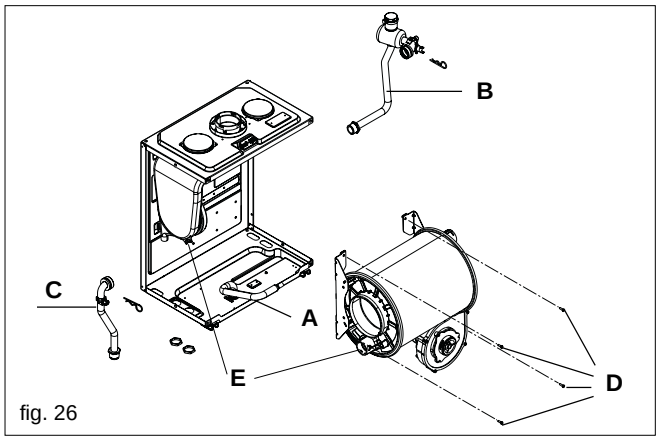

fig. 26
6.15 BURNER (fig. 26)
6.16 MAIN HEAT EXCHANGER (fig. 26 & 27)